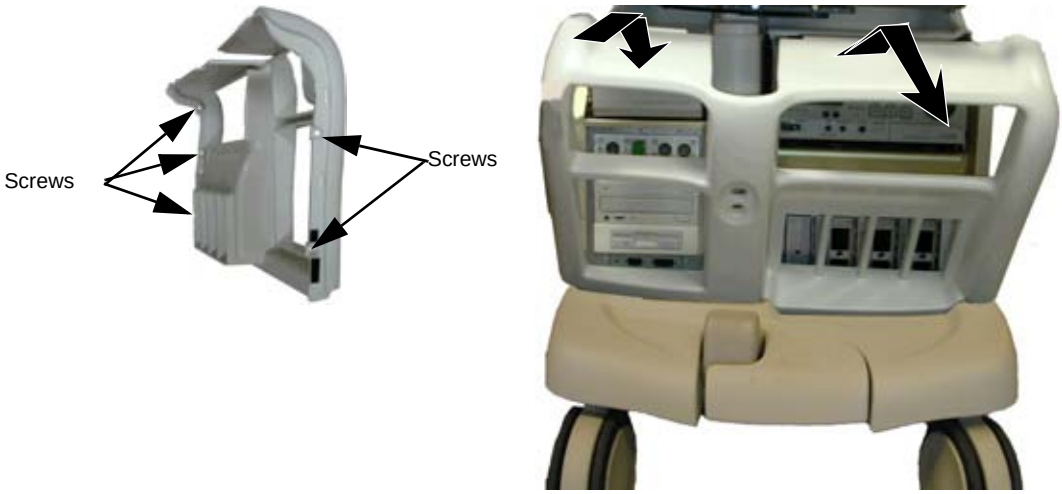

Figure 8-5 Front Cover Replacement
1.) Unscrew five (5) Phillips screws that fasten it to the chassis.
2.) Pull it outwards to free it from the Top Cover and Front Bumper (See Figure 8-5).
1.) Thread the same, or a new, cover so it fits in between chassis and bumper (See Figure 8-5).
2.) Thread it so it links together with Top Cover. You may have to loosen two (2) Phillips screws on the top cover that are closest to the Front cover.
3.) Unscrew two (2) screws with magnetic lock (part number 080X1200) for Filter Cover. Left screw contains also 3 or 4 washers (080C2053), right screw 5 or 6 washers, depending on thickness of Lower Rear Cover.
4.) Unscrew four (4) remaining Phillips screws that fasten Lower Rear Cover to the chassis (See Figure 8-5).